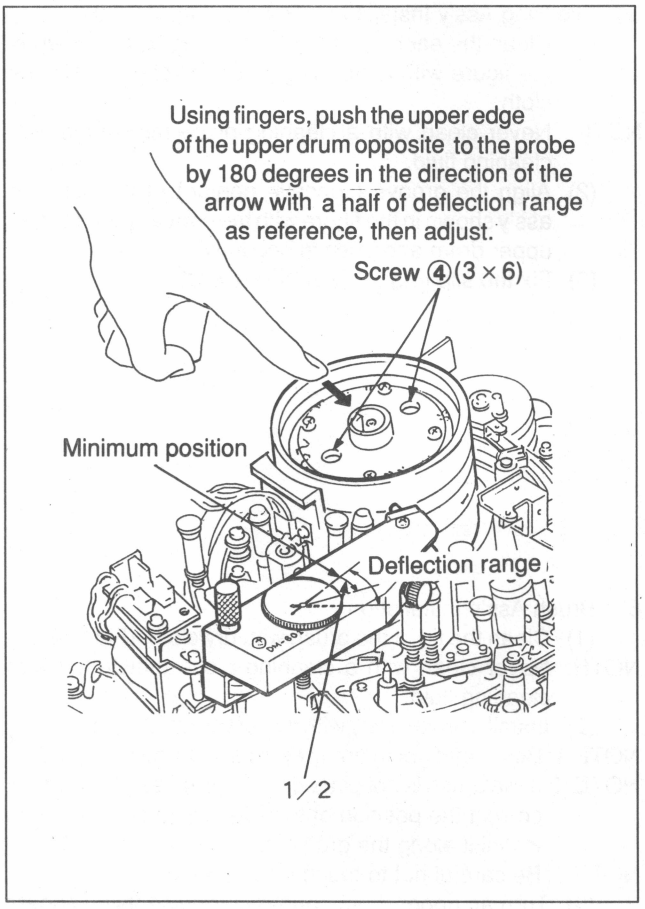

Fig. 7-2-7 Upper Drum Eccentricity Adjustment
④ Using fingers, push the upper edge of the upper drum opposite to the probe by 180 degrees in the direction of the arrow with a half of deflection range as reference, then adjust. (Fig. 7-2-7)